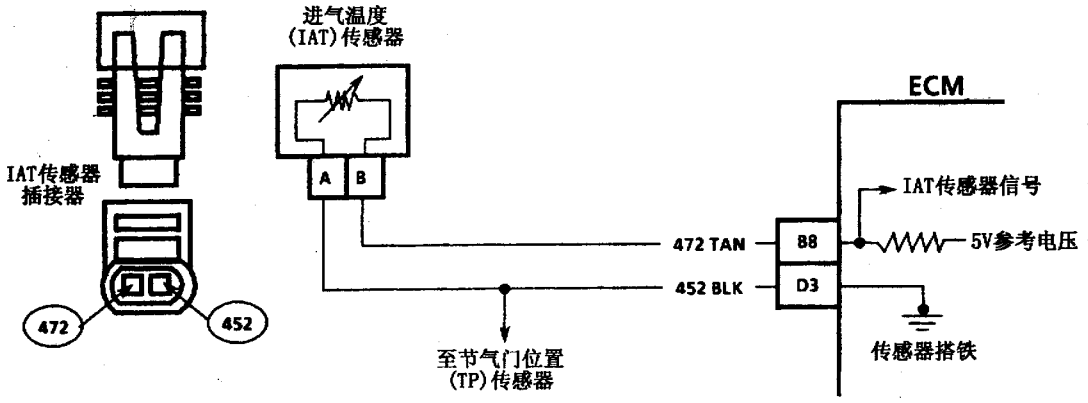

图 3-57 进气温度(IAT)传感器电路
(1)故障分析:进气温度(IAT)传感器电路如图 3-57 所示。